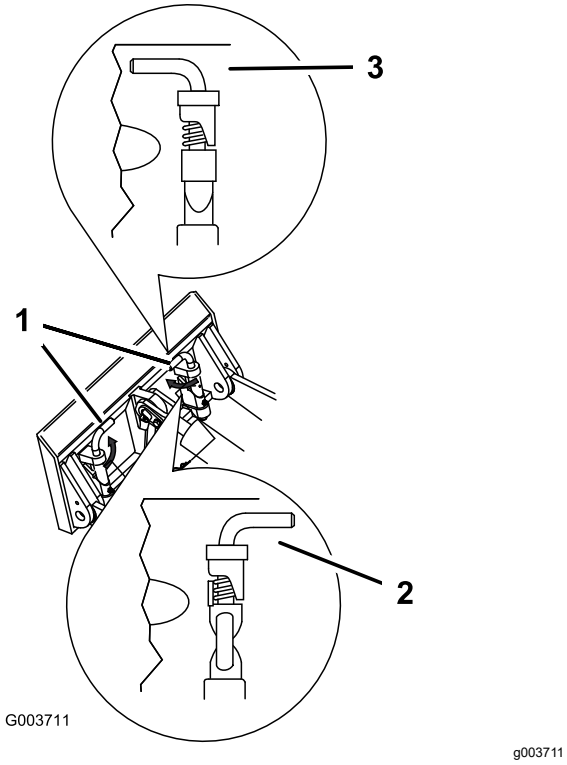

Rysunek 11
7. Załóż sworznie szybkomocujące upewniając się, że zostały całkowicie osadzone w płycie montażowej (Rysunek 11).